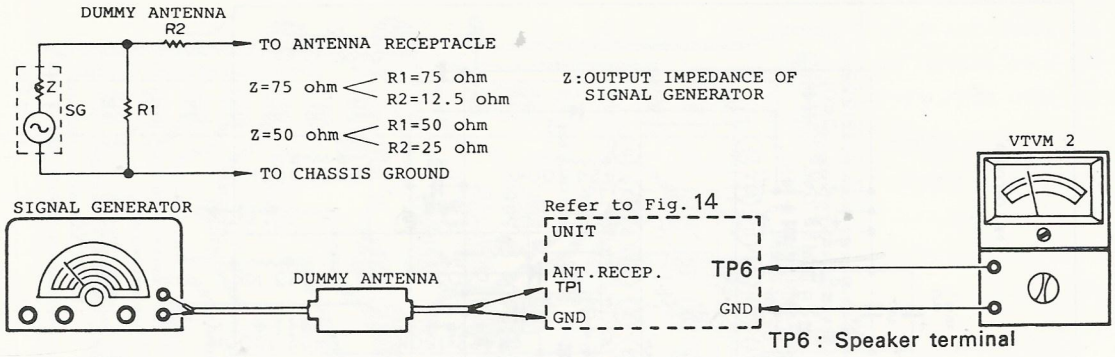

Fig. 17 (EOT-009)
(1) Connections Refer to Fig. 17
(1) Connections Refer to Fig. 17 a. VTVM2 ⊕·····P703 ⑱ pin